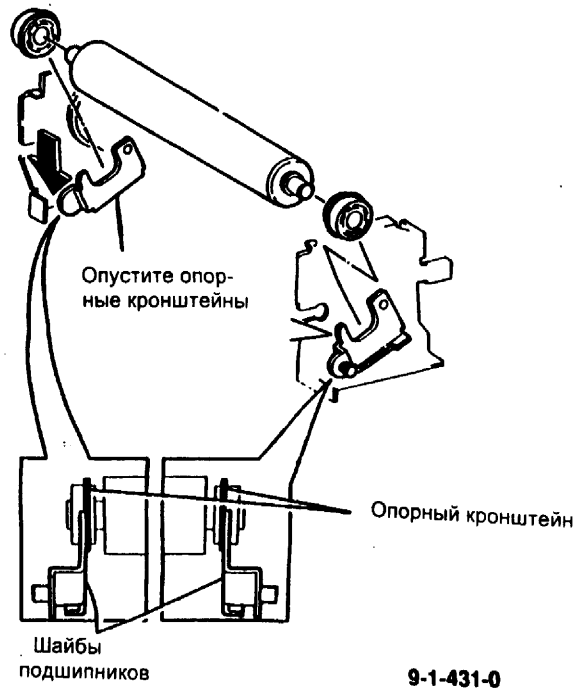

Рис. 5. Установка прижимного ролика
1. (Рис. 5) Установите прижимной ролик. Убедитесь, что шайбы подшипников находятся внутри опорных кронштейнов.